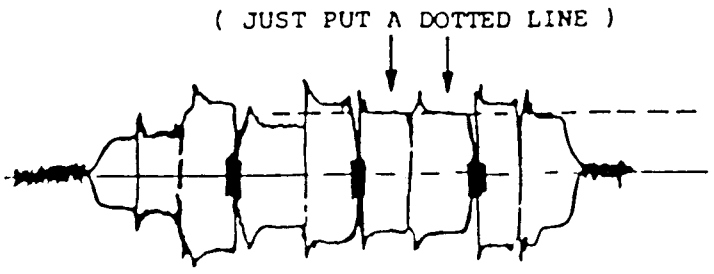

Fig.10
IX. CHOCK FILTER ALIGNMENT (SEE FIG.10)
3. Adjust T302 to obtain the waveform as same as Fig.10.